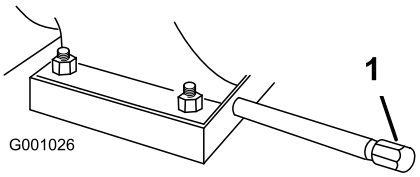

**Figur 48**
1. Gör rent omkring oljeurtappningslocket (Figur 48).